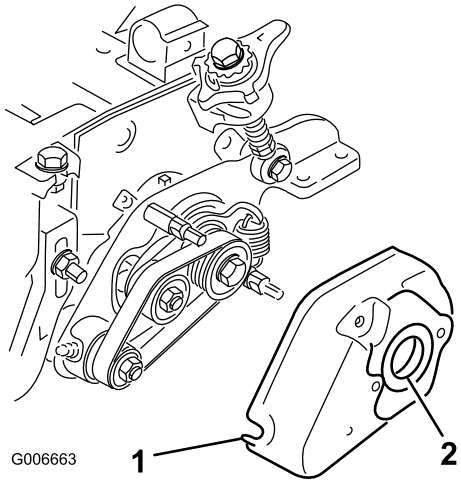
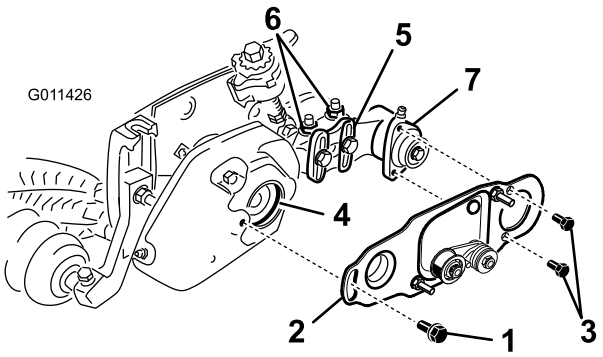

図 29
図 30
35. グルーマカバーを取り付けて 5/16 in フランジナット2個で固定する図 29。
36. Aグロメットカバーについているグロメットの内側に薄くグリスを塗る図 29。
37. ローラブラシベアリングハウジングをローラブラシ取り付けブラケットに固定しているボルトをゆるめる図 30。
38. ローラブラシピボットプレートを取り付ける図 30。ピボットプレートの突き出し部をグロメットに挿入するときに、グロメットがカバーに正しく着座しているのを確認すること。
39. 5/16 x 5/8 in キャップスクリュ2本に 242 ロクタイト青を塗り、これを使ってブラシプレートをローラブラシベアリングハウジングに取り付ける図 30。キャップスクリュを 20-26 N·m にトルク締めする。
- ローラブラシ取り付けブラケットをカッティングユニットのサイドプレートに固定しているフランジナット2個をゆるめる図 30。
- ブラシプレートがカッティングユニットユニットのサイドプレートに平行になるまでローラブラシベアリングハウジングを回転させる図 30。
- ローラブラシ取り付けブラケットをカッティングユニットのサイドプレートに固定しているフランジロックナット2個を締め付ける図 30。
41. ショルダボルトにロクタイト242青を塗布する図 30。ショルダボルトを使って、ブラシプレートをグルーマカバーに取り付ける。(図 29。ボルトを 20-26 N·m にトルク締めする。